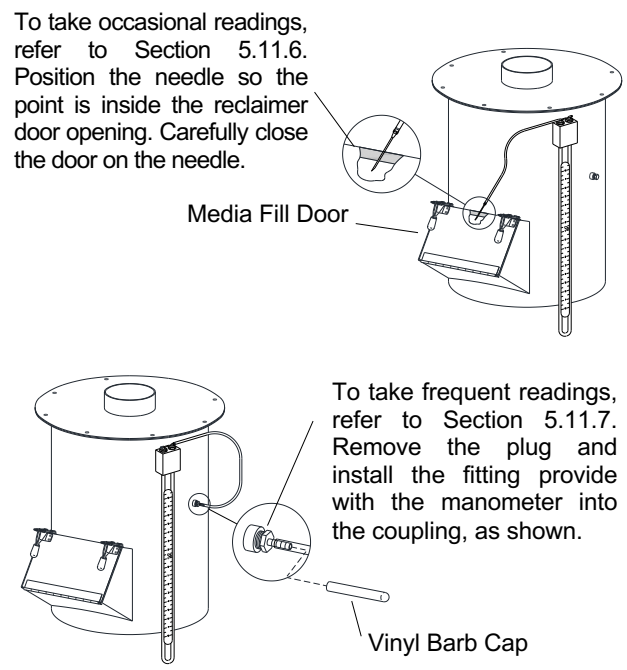

Figure 27
NOTE: These instructions and the illustrations in Figure 27 show two methods for taking static-pressure readings (negative pressure) on Pulsar reclaimers. Use the method best suited for the application. The instructions explain the processes for taking occasional readings and show how to install a fitting in the reclaimer body for taking frequent readings. Taking readings at different locations could produce slightly different readings. The readings are reference points, so readings should be taken using the same method each time they are taken.
**5.11.4** Attach the manometer at a convenient location, as shown in the example in Figure 27. Magnets on the manometer hold it onto any metal surface on the power module. The manometer must be vertical, so the fluid is level on both sides.
**5.11.6.1** A **n**eedle used to take occasional readings is provided with the manometer kit. Leave the needle protector on the needle and insert the needle into the unused end of the manometer tubing. The ends of the tubing must fit tightly on the manometer and needle, as leaks will give inaccurate readings. Open the reclaimer's media fill door, remove the needle protector, and place the needle so the point is inside the door opening. Carefully close the door on the needle. The side of the needle embeds into the rubber door gasket, as shown in Figure 27, creating an airtight seal. Proceed to Paragraph 5.11.8 to take readings.